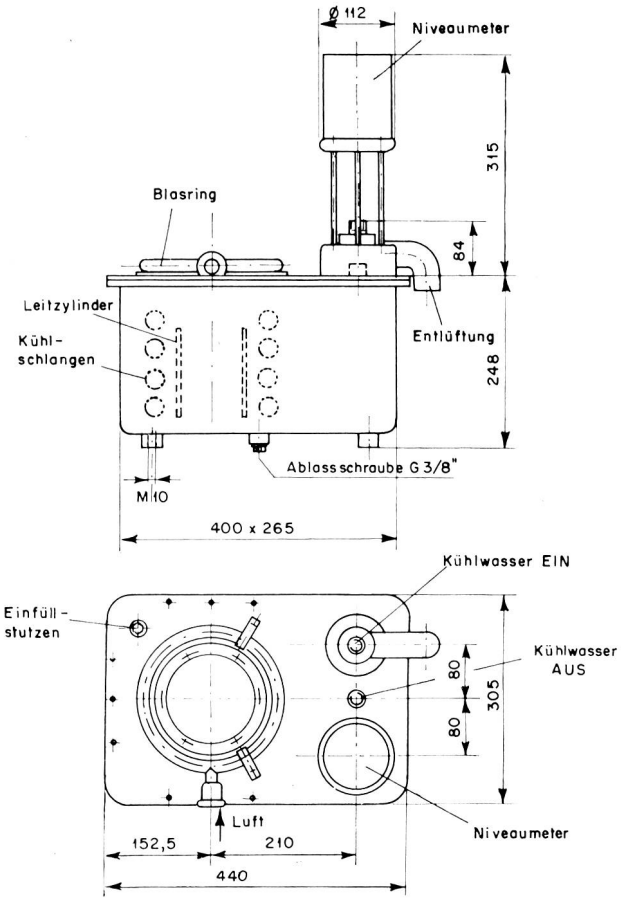

Fig. 5 Vereinfachtes Siedekühlsystem.
1. Das vereinfachte System (Fig. 5).